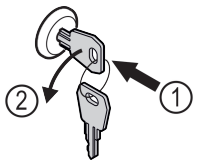

Fig. 167
▶ Introduceți cheia prin apăsare. *Fig. 167 (1)*
▶ Rotiți cheia cu 90° în sens invers acelor de ceasornic. *Fig. 167 (2)*